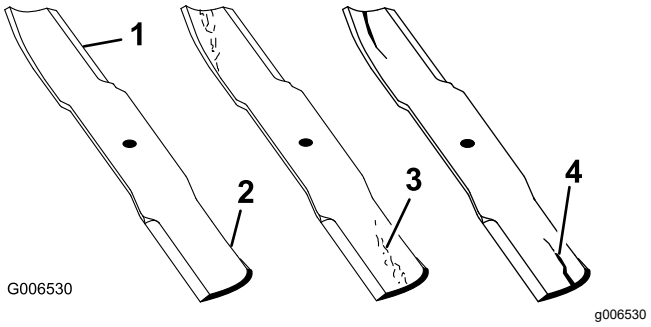

Figur 144
2. Undersök knivseggarna noggrant (i synnerhet där knivens flata och böjda del möts) enligt (Figur 144).
Obs: Kontrollera kniven innan du använder maskinen eftersom sand och slipande material kan slita bort metallen mellan knivens flata och böjda delar. Byt ut kniven om den är sliten (Figur 144).